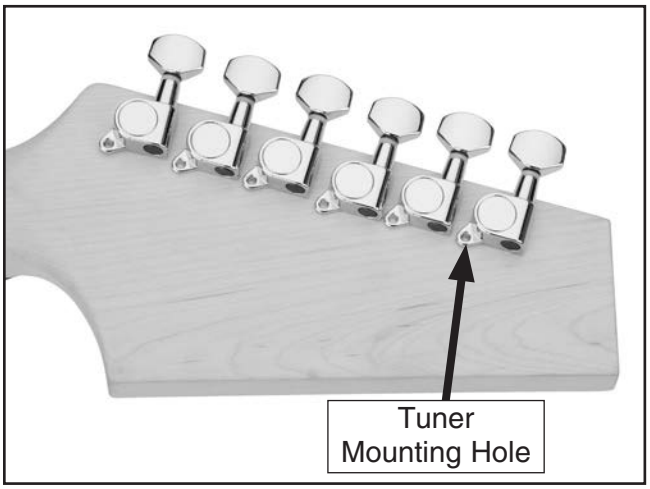

Figure 19. Tuners aligned to edge of headstock.
8. Insert the tuners into the bushings and mount them with the #2 x 3/8" screws, as shown in **Figure 19**.